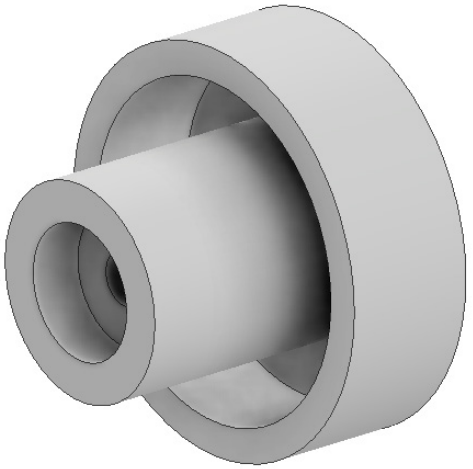

Figure 2-106 *The model created on revolving the sketch*
3. Accept the default values and choose the **OK** button from the **Properties-Revolution** dialog box. The revolved model is shown in Figure 2-106.